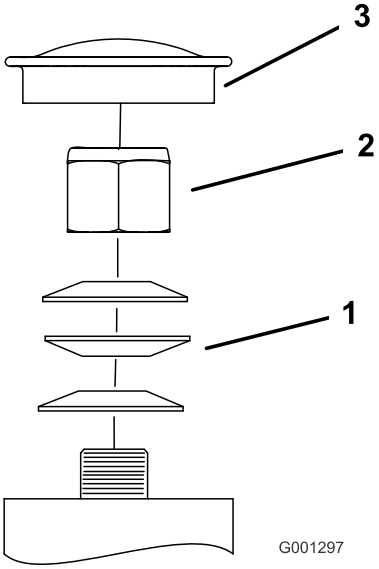

Figur 62
3. Fjern støvhætten fra styrehjulet, og spænd låsemøtrikken (Figur 62).
4. Spænd låsemøtrikken, indtil fjederskiverne er flade, og skru derefter 1/4 omgang ud for at indstille forspændingen på lejerne korrekt (Figur 62).
Vigtigt: Sørg for, at fjederskiverne monteres korrekt som vist i Figur 62.
5. Monter støvdækslet (Figur 62).